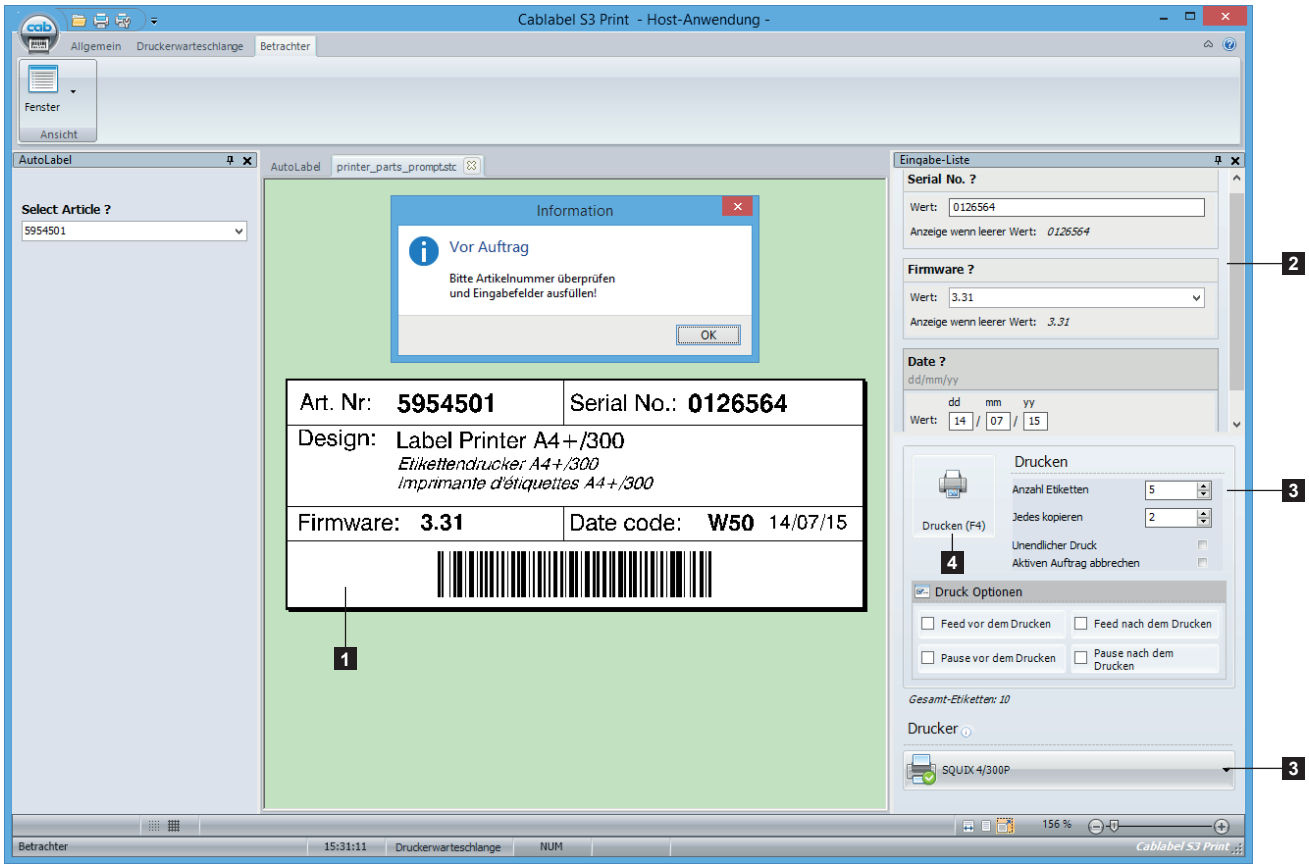

Bild 45 Drucken mit AutoLabel
6. Anzeige der Datenbank mit einem Filter-Erzeugungs-Assistent, um eine benutzerdefinierte Auswahl an Datensätzen bzw. der Druck Anzahl vorzunehmen ▷ Bild 45